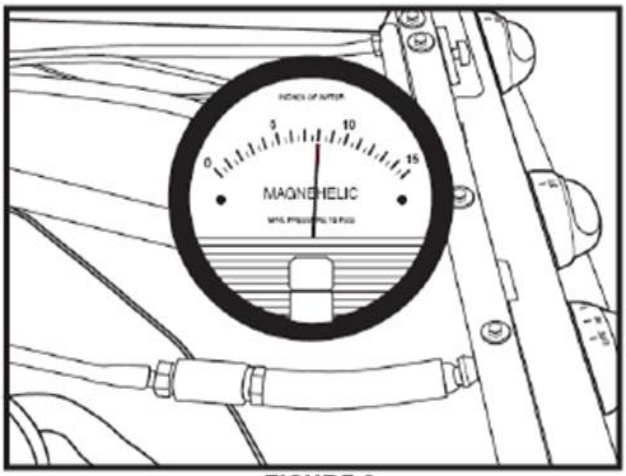

FIGURE 2
2. Reduce system pressure to 8" (200 MM) water column (see FIGURE 2) so that the appliance regulator is in an open condition by opening an adjacent valve. Skipping this step will invalidate the results.